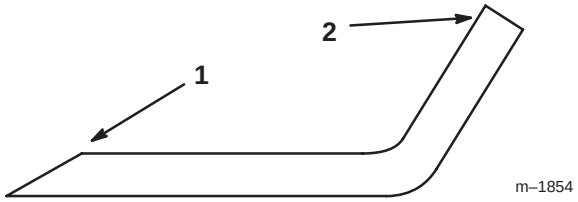
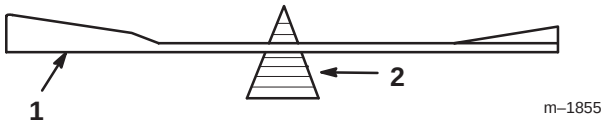

Figure 23
Figure 24
1. Use a file to sharpen the cutting edge at both ends of the blade (Fig. 23). Maintain the original angle. The blade retains its balance if the same amount of material is removed from both cutting edges.
2. Check the balance of the blade by putting it on a blade balancer (Fig. 24). If the blade stays in a horizontal position, the blade is balanced and can be used. If the blade is not balanced, file some metal off the end of the sail area only (Fig. 23). Repeat this step until the blade is balanced.